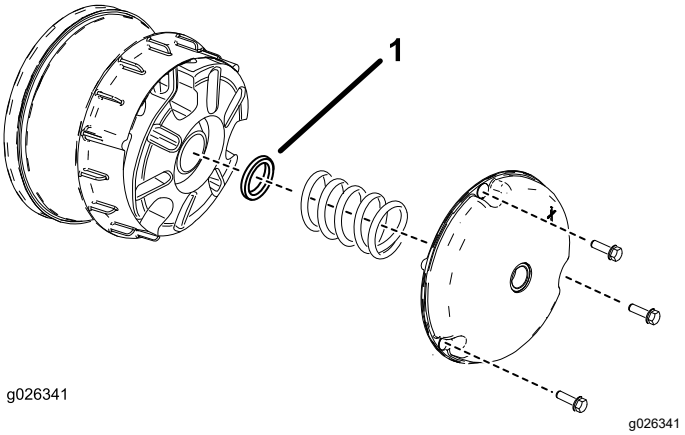

Figur 62
2. Fjern boltene som fester dekselet til primærclutchen, som vist i Figur 62.